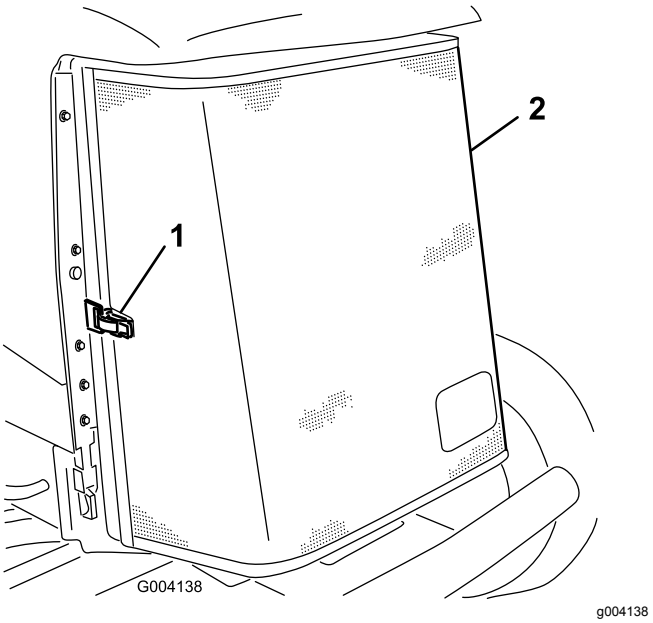

Figur 60
3. Lås klemmen op, og drej kølergitteret for at åbne det (Figur 60).